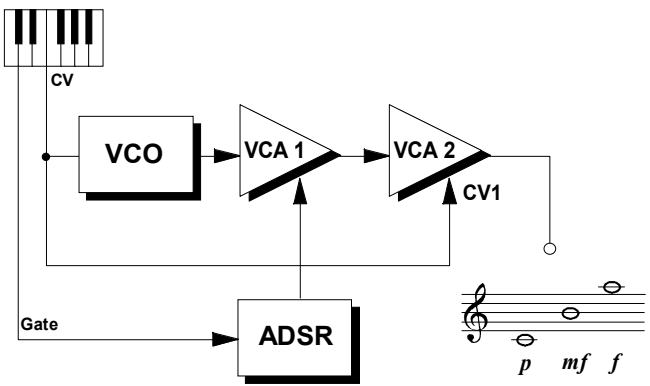

Abb. 7: tonhöhenabhängige Lautstärke: je höher ein Ton, desto lauter
Beim Beispiel in Abb. 7 werden Töne mit höheren Frequenzen lauter wiedergegeben als tiefe Töne. Mit dem Gain-Regler ① von **VCA 2** legen Sie fest, ab welcher Frequenz auch tiefe Töne zu hören sind.